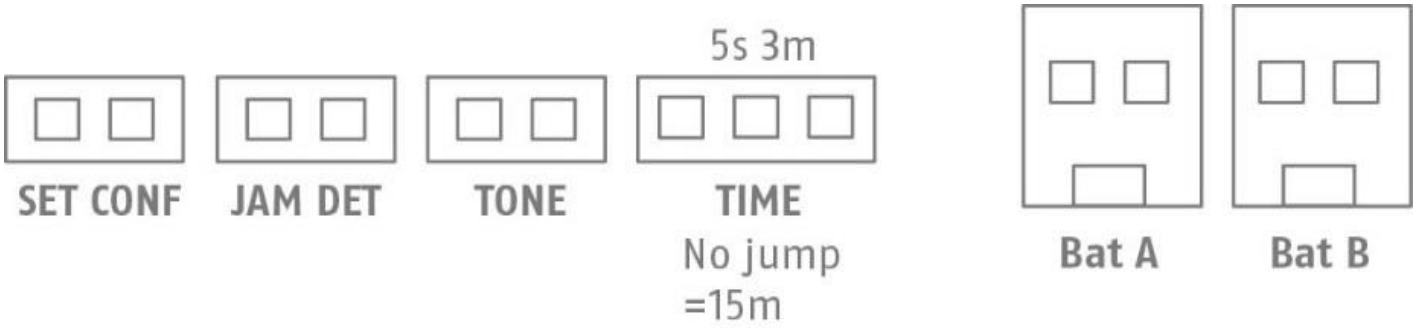

Afbeelding 3: Brugschakelingen en aansluitingen
- Steek alle brugschakelingen in de sirene op de gewenste posities (zie afb. 3).